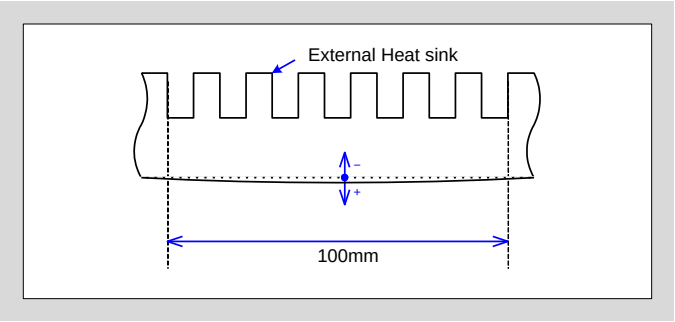

図6-2 ヒートシンクの平坦度測定位置
- 図6-2にヒートシンクの平坦度の測定位置を示します。平坦度は0μm/100mm ～+100μm/100mmとし、表面荒さ(Rz)は10μm以下となるようにヒートシンク表面を仕上げてください。